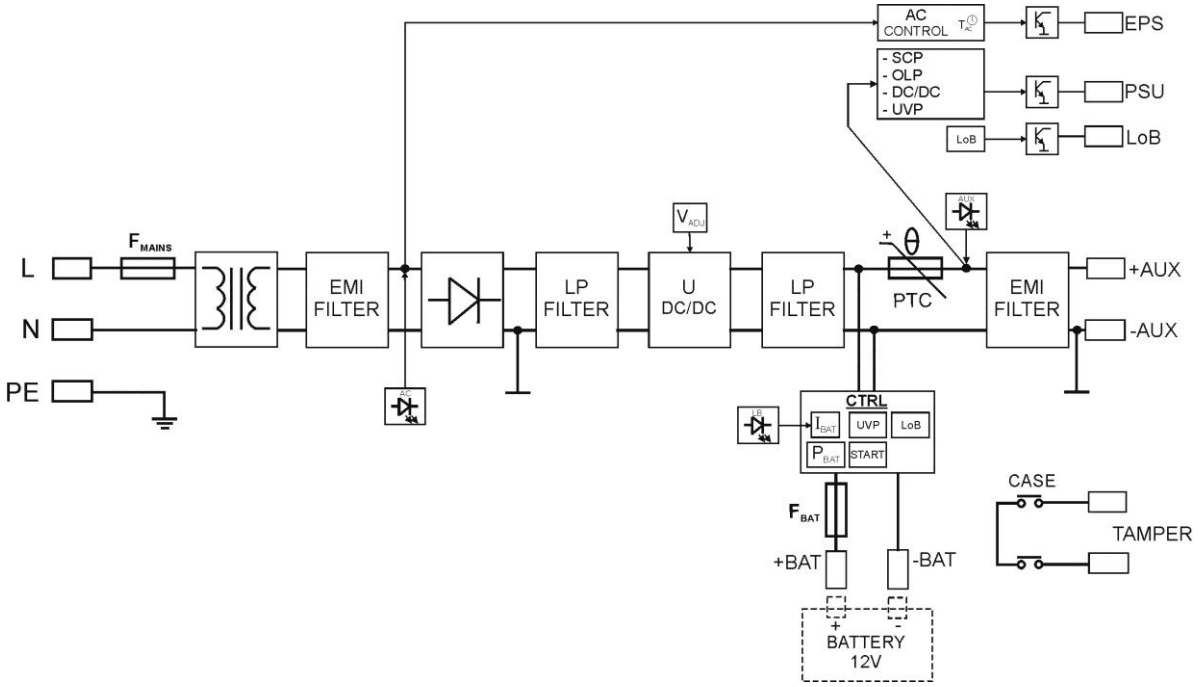

Fig.1. Diagrama de flujo de la fuente de alimentación.
1.2 Diagrama de flujo (fig.1).